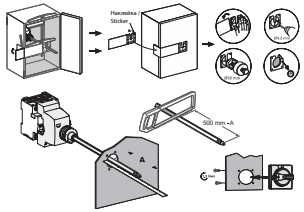

Рисунок 7 – Монтаж поворотной рукоятки на дверце распределительного шкафа / Figure 7 – Mounting the rotary handle on the distribution cabinet door
If the rotary handle is mounted on the distribution cabinet door, refer to figure 7;
7) Measure distance A (distance the rod protrudes from the distribution cabinet), as shown in figures 7 and 9. Use a cutting tool to shorten the metal rod by this distance. Refer to figures 7 and 9 for more information;